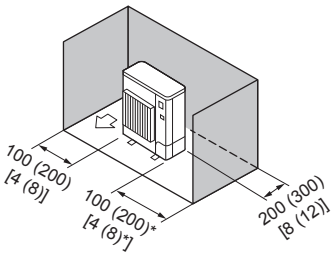

Fig. 2-8
③ Obstacles uniquement à l'arrière et sur les côtés (Fig. 2-8)